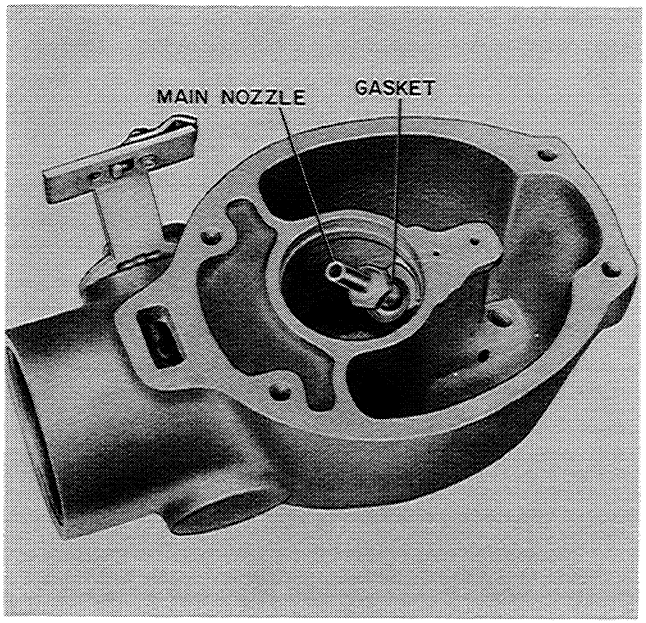

Figure N-37
4. Install the main nozzle and gasket, Figure N-37.